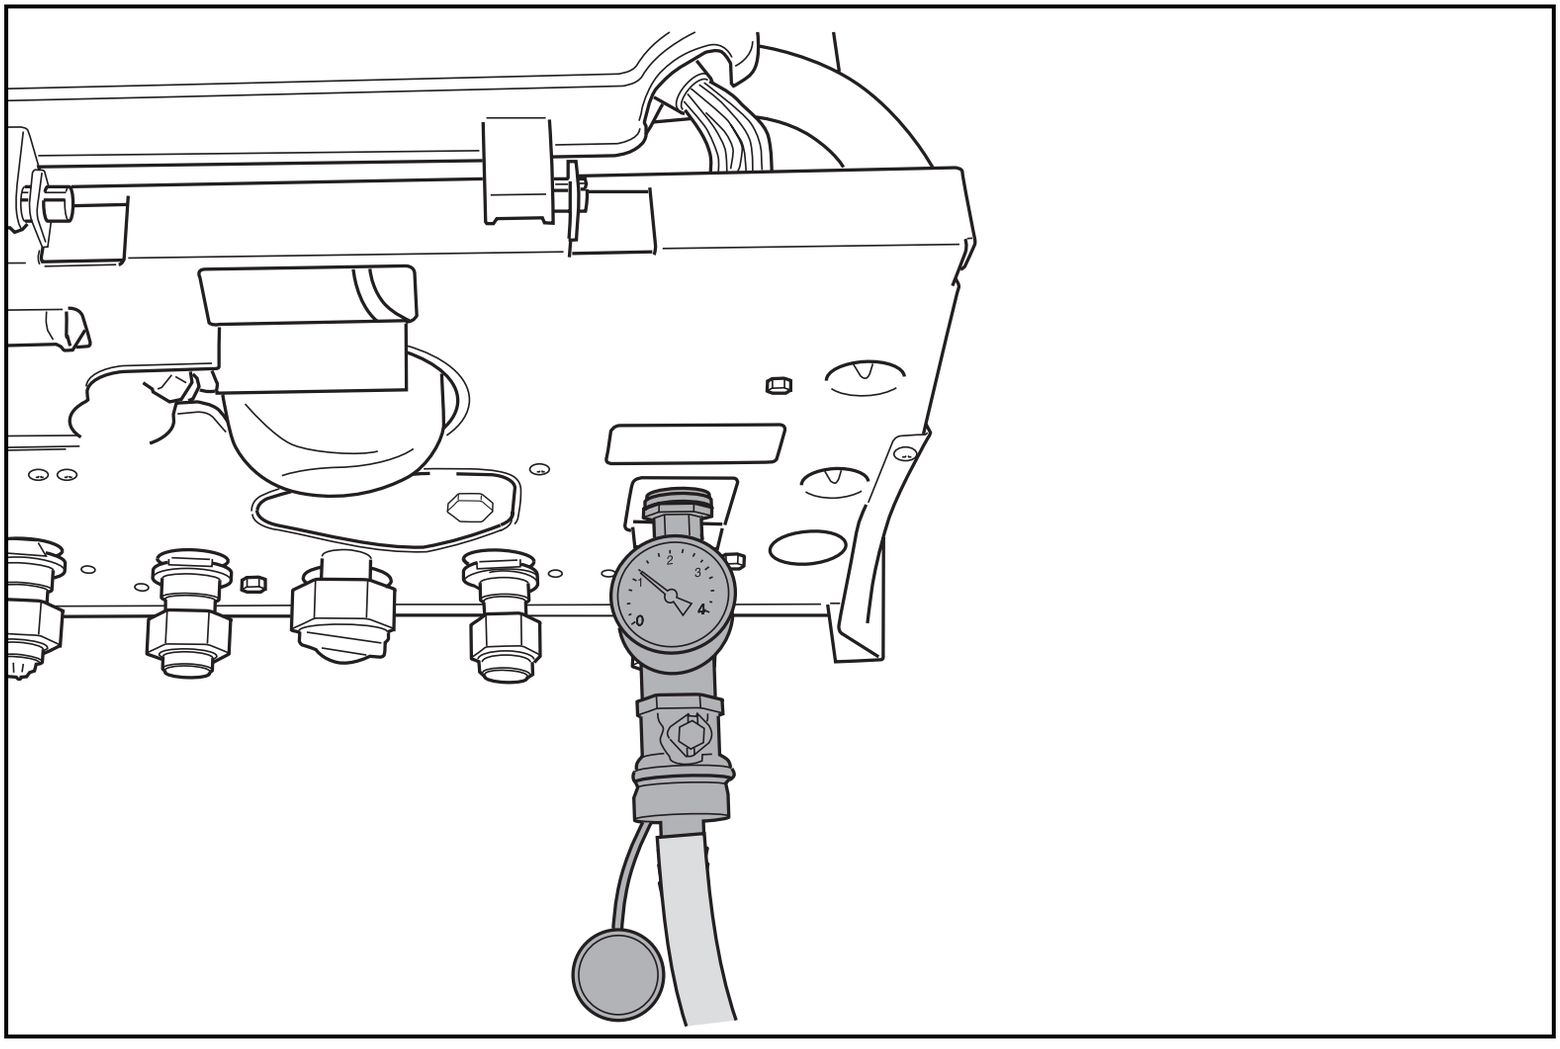

Figura 2 Llenar la instalación de calefacción
- Conecte la manguera en la llave de llenado del aparato (figura 2).